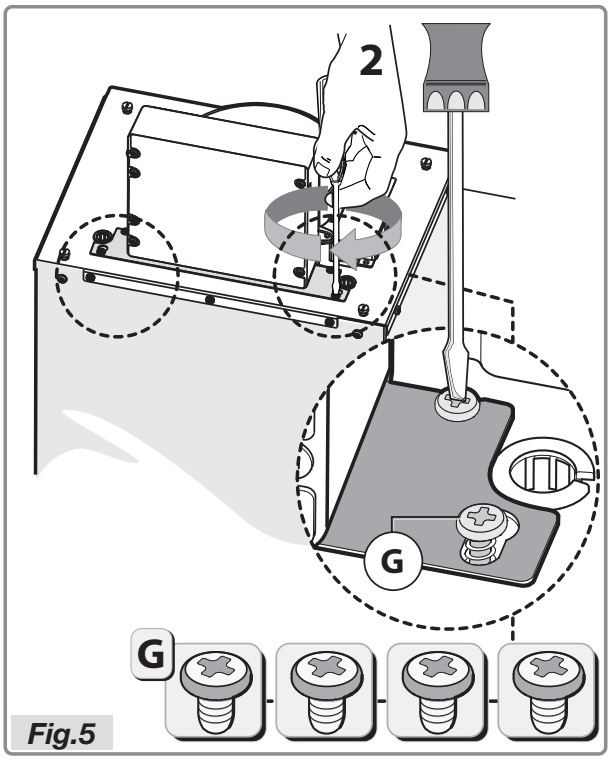

Fig.5
- Position the bracket in line with the four screws **G** already in the bushing and do them up as shown in Figure 5.